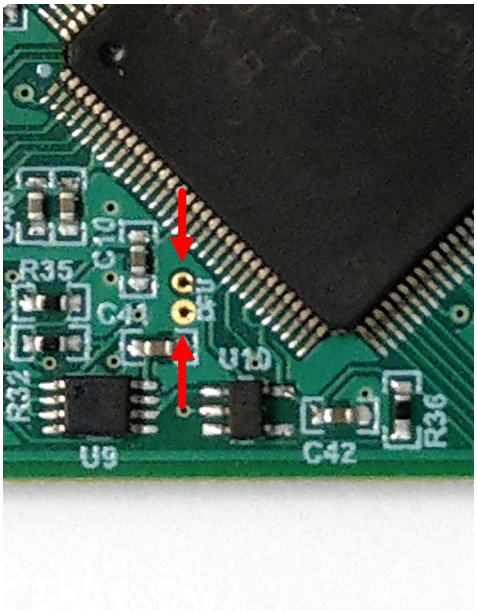

图 3-1. 用于手动进入 DFU 模式的测试点
- 使用一对镊子（或导线）短接标记为 *DFU*（如图 3-1 所示）的两个测试点时，按下并松开 *RESET* 按钮。